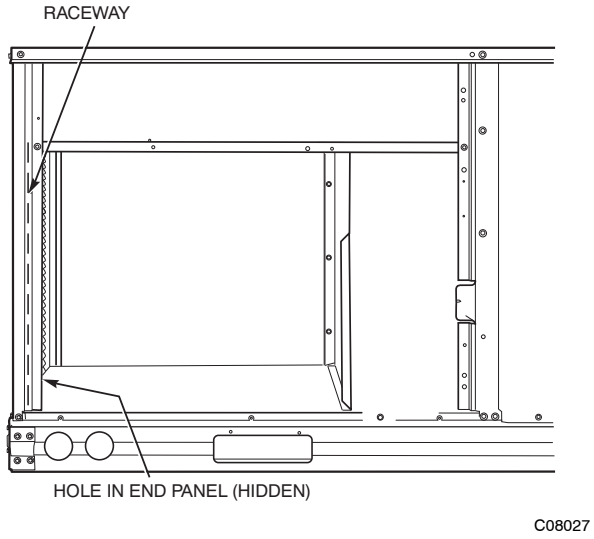

Fig. 33 - Field Control Wiring Raceway
Pass the thermostat control wires through the hole provided in the end panel (see item "D" in the view labeled "LEFT" in Fig. 2 or Fig. 3); then feed the wires through the raceway built into the corner post to the control box. Pull the wires over to the terminal strip on the upper-left corner of the Central Terminal Board (CTB). See Fig. 33.
2. Feed wires through the raceway built into the corner post (see Fig. 33) to the 24-v barrier located on the left side of the control box. The raceway provides the UL-required clearance between high-voltage and low-voltage wiring.